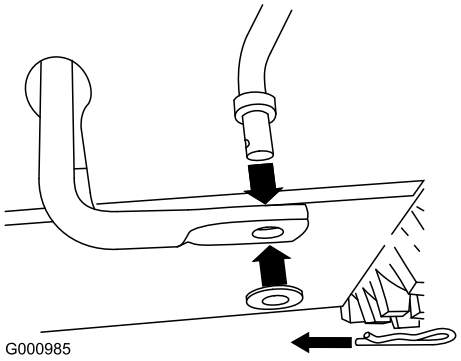

Figuur 10
1. Verwijder de R-pen en de ring uit het onderste uiteinde van de bedieningsstang van de toerenregelaar. Steek dit uiteinde in de onderste verbindingsarm. Het gebogen uiteinde van de bedieningsstang van de toerenregelaar moet naar achteren gericht zijn (Figuur 10).